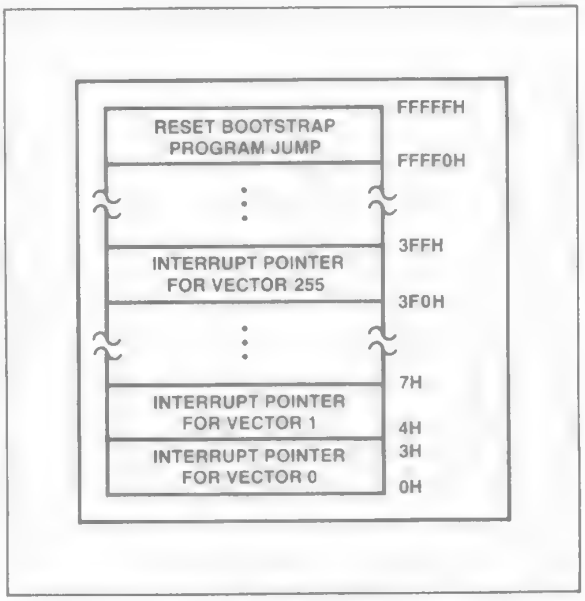

Figure 9. iAPX 86 Real Address Mode Initially Reserved Memory Locations
The 80286 reserves two fixed areas of memory in real address mode (see Figure 9); system initialization area and interrupt table area. Locations from addresses FFFF0(H) thorugh FFFFF(H) are reserved for system initialization. Initial execution begins at location FFFF0(H). Locations 00000(H) through 003FF(H) are reserved for interrupt vectors.